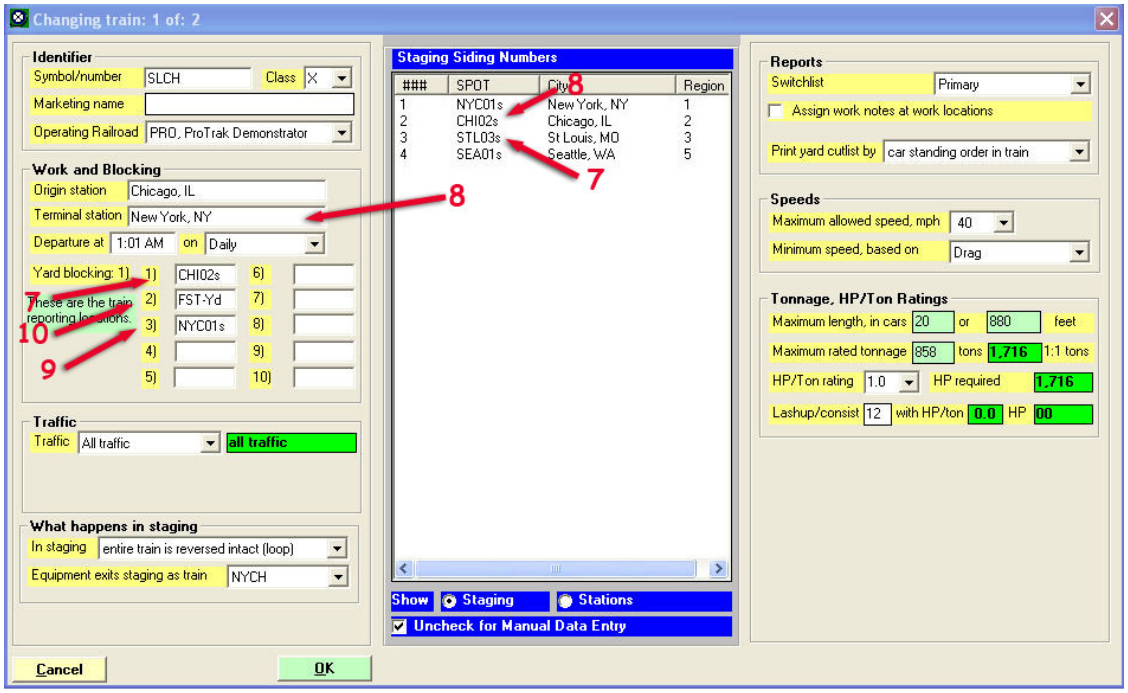

Figure 5-7
6. Click on the "Origin station" (tt) data field. In the center panel you should now see all of the staging tracks that have been defined. If the staging tracks are not shown, make sure that the "Show Staging" radio button is selected, and that the "Uncheck for Manual Data Entry" has a checkmark in it. Figure 5-7 shows what the window should look like.